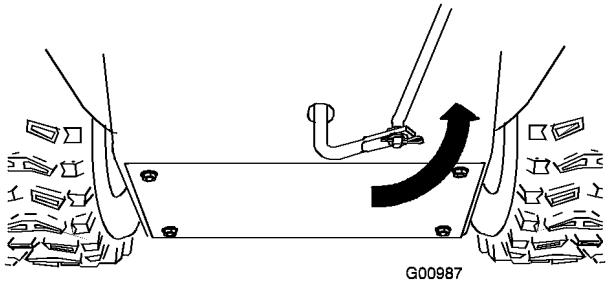

Figura 7
5. Girate il braccio articolato inferiore completamente verso l'alto (senso antiorario) (Figura 7).